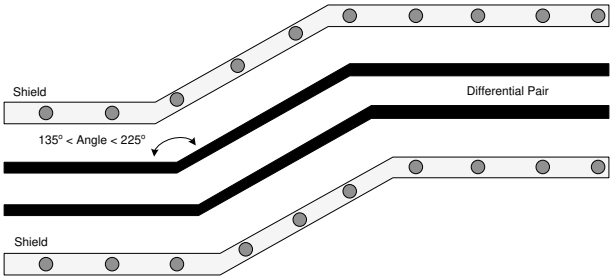

図 8-3. V-by-One の配線例
- 差動信号ペアに関連する曲げ角度が 135˚ ～ 225° である必要があります (図 8-3 を参照)。